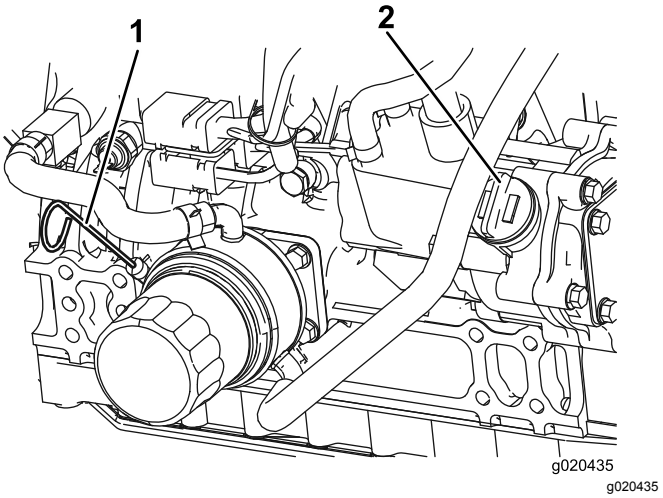

**Figur 58**
**Obs:** Oljenivån ska ligga inom de säkra markeringarna (Figur 58).
4. Om oljenivån ligger under den säkra markeringen tar du av påfyllningslocket (Figur 58) och fyller på olja tills nivån når markeringen ”Full”. **Fyll inte på för mycket.**